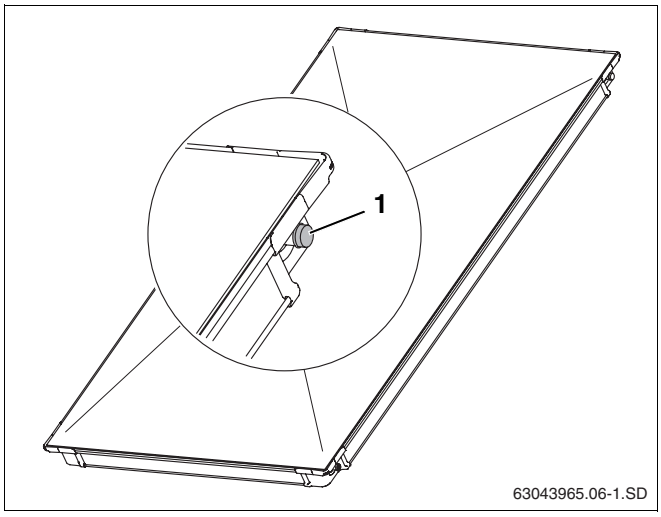

Abb. 5 Kunststoffkappen auf Kollektoranschlüsse
- Entfernen Sie die Kunststoffkappen (Abb. 5, **Pos. 1**) erst direkt vor der Montage.